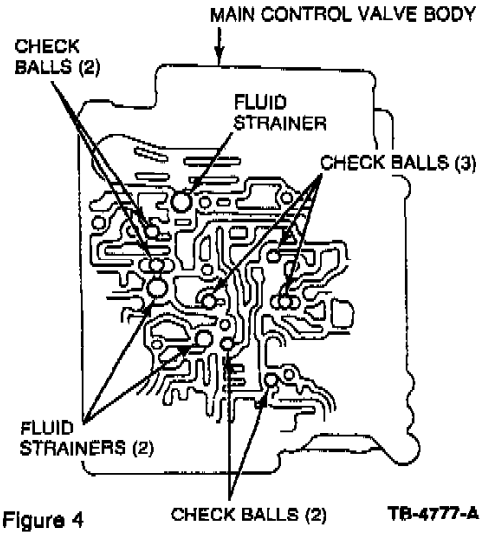

Figure 4 TB-4777-A
9. Clean the surface of the main control valve body and check the location of the seven (7) check balls and three (3) fluid strainers (Figure 4).